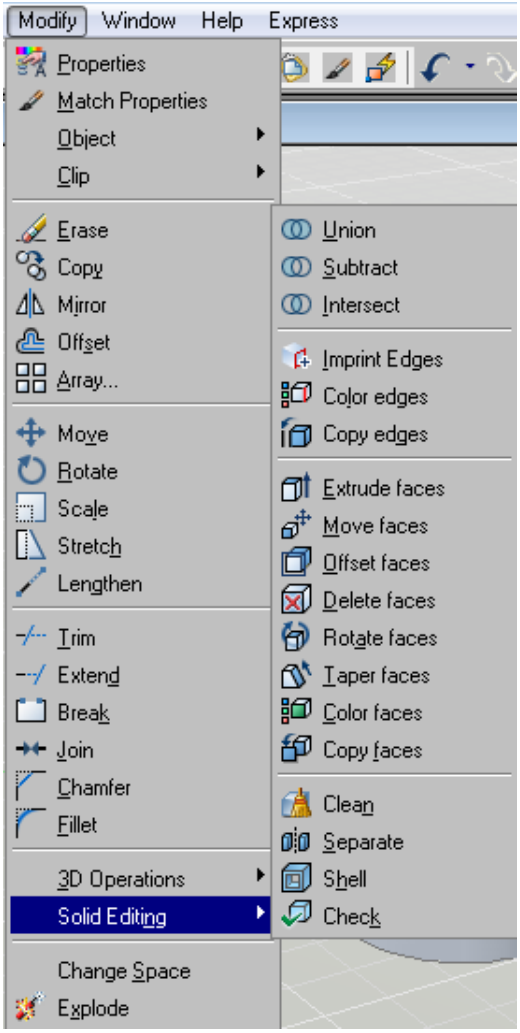

fig. 3
- Solid Editing (fig.3) unde, se gasesc comenzile Union, Subtract si Intersect care, sunt explicate pe larg, mai jos.